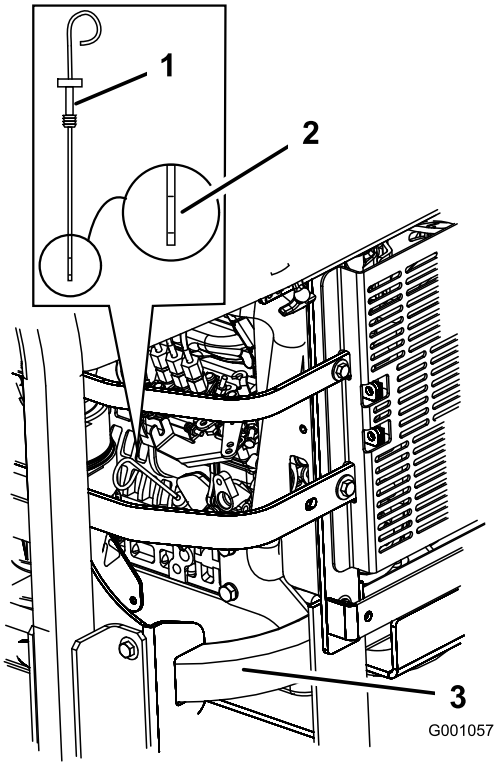

Figur 40
3. Rengjør rundt peilestaven (Figur 40), slik at smuss ikke kan komme ned i påfyllingshullet og kan skade motoren.
4. Trekk ut peilestaven og tørk av metallenden (Figur 40).
5. Skyv peilestaven helt inn i røret. Dra peilestaven ut og se på metallenden (Figur 40). Hvis oljenivået er lavt, hell sakte i nok olje i påfyllingshullet for å fylle nivået til Full-merket.